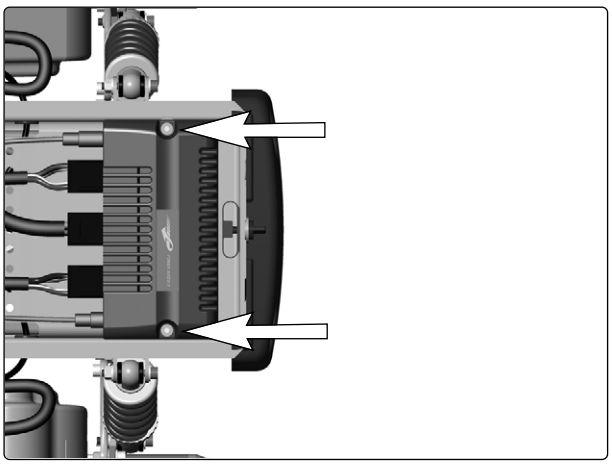

Abb. 61. Die Ausgangsstufe ist mit zwei Schrauben montiert.
5. Demontieren Sie die Ausgangsstufe durch Lösen der zwei Befestigungsschrauben, s. Abb. 61.